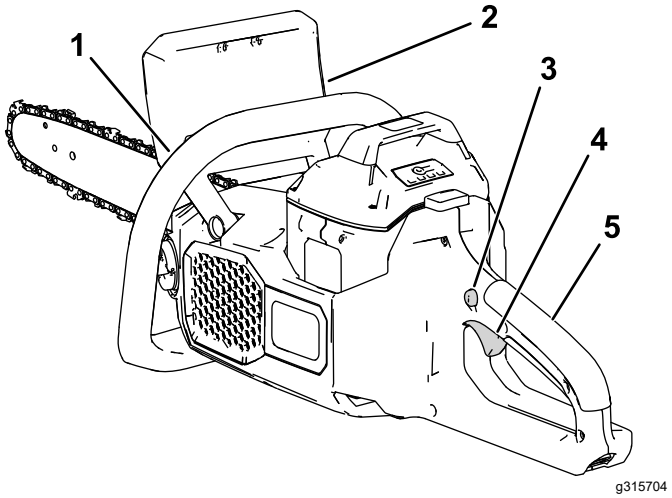

Figur 9
7. Tryk på udløserlåsen, og tryk så på udløseren med venstre hånd på forreste håndtag og højre hånd på bageste håndtag (Figur 9).